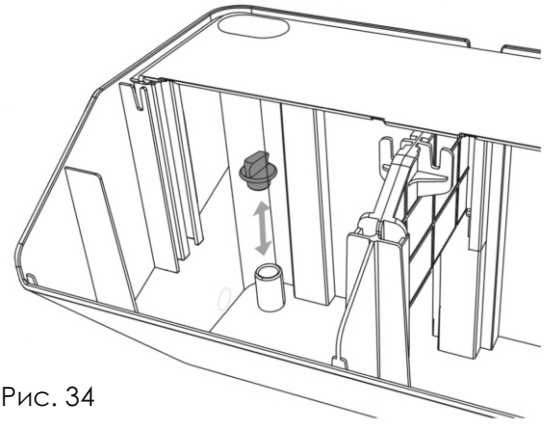

Рис. 34
- Извлеките красные дренажные заглушки на дне модуля из всех корпусов фитомодулей, кроме нижнего.См . (рис. 34)